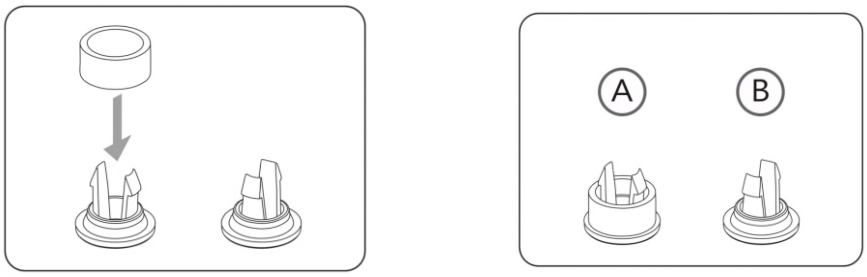

Рис. 30
- Установите резиновую муфту на коннектор **A**. См (рис.30)